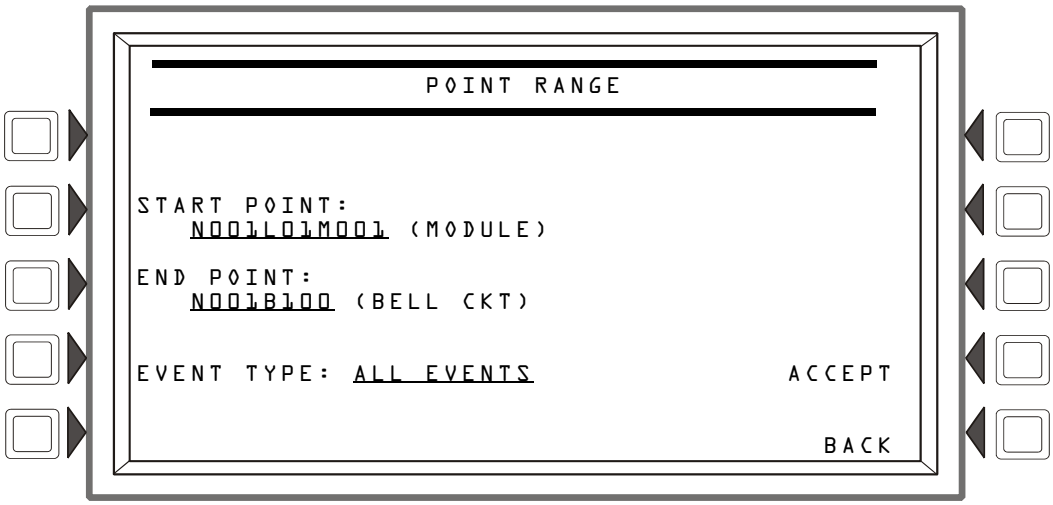

Figure 4.10 Point Range Select Screen
Selecting the **POINT RANGE** soft key on the Local History Select screen sets a range of device points for event display as shown in Figure 4.10 on page 46.
- From the Local History Select screen, press the POINT RANGE soft key (see Figure 4.10).
This example requests a history of all events on Node one only, Loop one only, for all modules, panel circuits and bell circuits. Since the start point specifies module device addresses (M001), detectors would not be included in this query as they are first in the device type order. Figure 4.10 shows how this inquiry would appear on the screen.